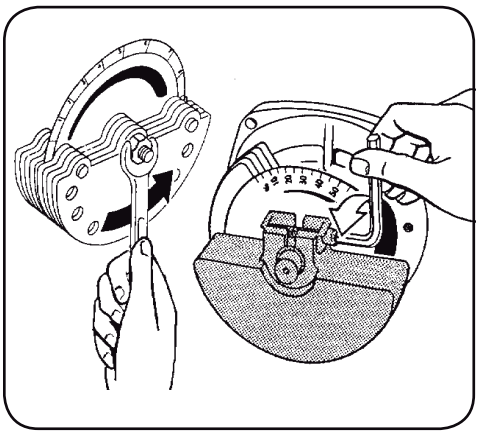

Rysunek 32
- Odkręcić śrubę lub nakrętkę mocującą ruchomą masę (Rysunek 32). Ruchome masy po obu stronach wału muszą zostać nastawione tak, by wartość referencyjna na skali procentowej była taka sama. Wartość po obu stronach wału może być różna jedynie w przypadku specyficznych maszyn i aplikacji.